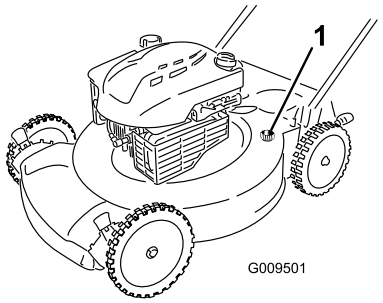

Figur 25
4. Fastgør en haveslange, der er sluttet til vandforsyningen, til gevindporten på maskinens hus (Figur 25).